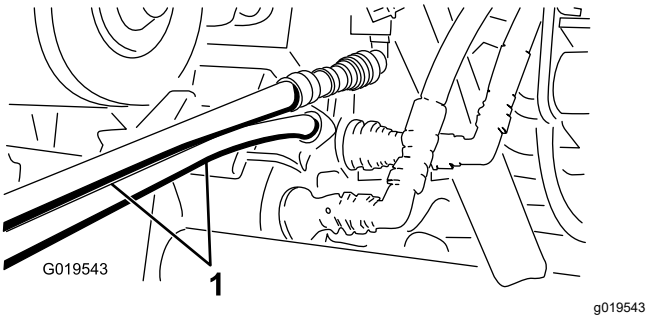

**Figuur 76**
5. Sluit de twee slangen op de andere machine aan op de koppeling die nog in de beugel van de koppeling zit (sluit de bovenste slang aan op de bovenste koppeling en de onderste slang op de onderste koppeling) (Figuur 76).